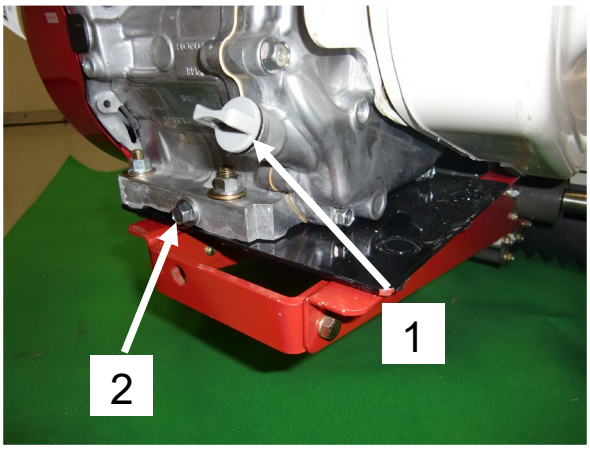

Figure 17
- Niveau d'huile : Dévissez le bouchon de remplissage, servant aussi de jauge (Figure 17).